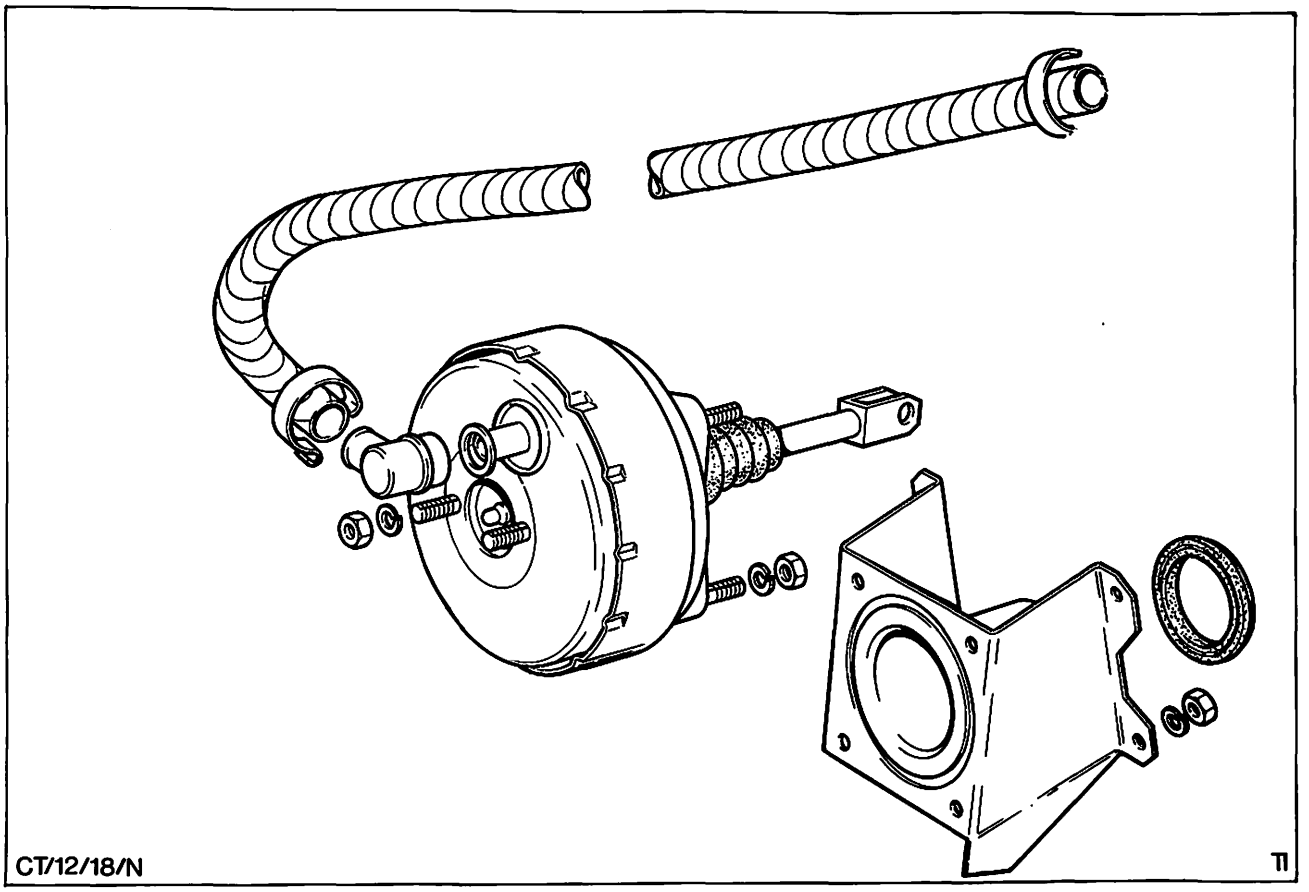

Abb. 62 Bremsverstärker und Halter, kompl.
8. Bremsverstärker mit Halter komplett herausheben, Abb. 62.